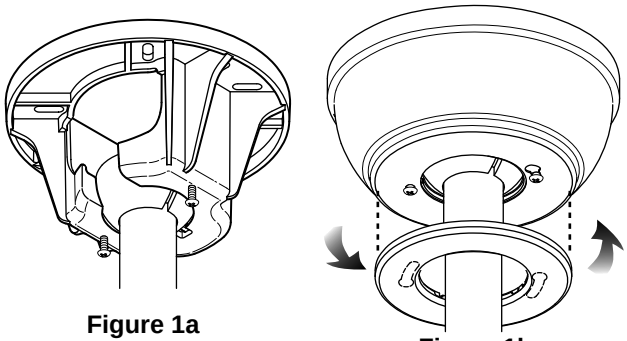

Figure 1a **Figure 1b**
1. Loosen the two shoulder screws in the Hanger Bracket with a screwdriver (Figure 1a).